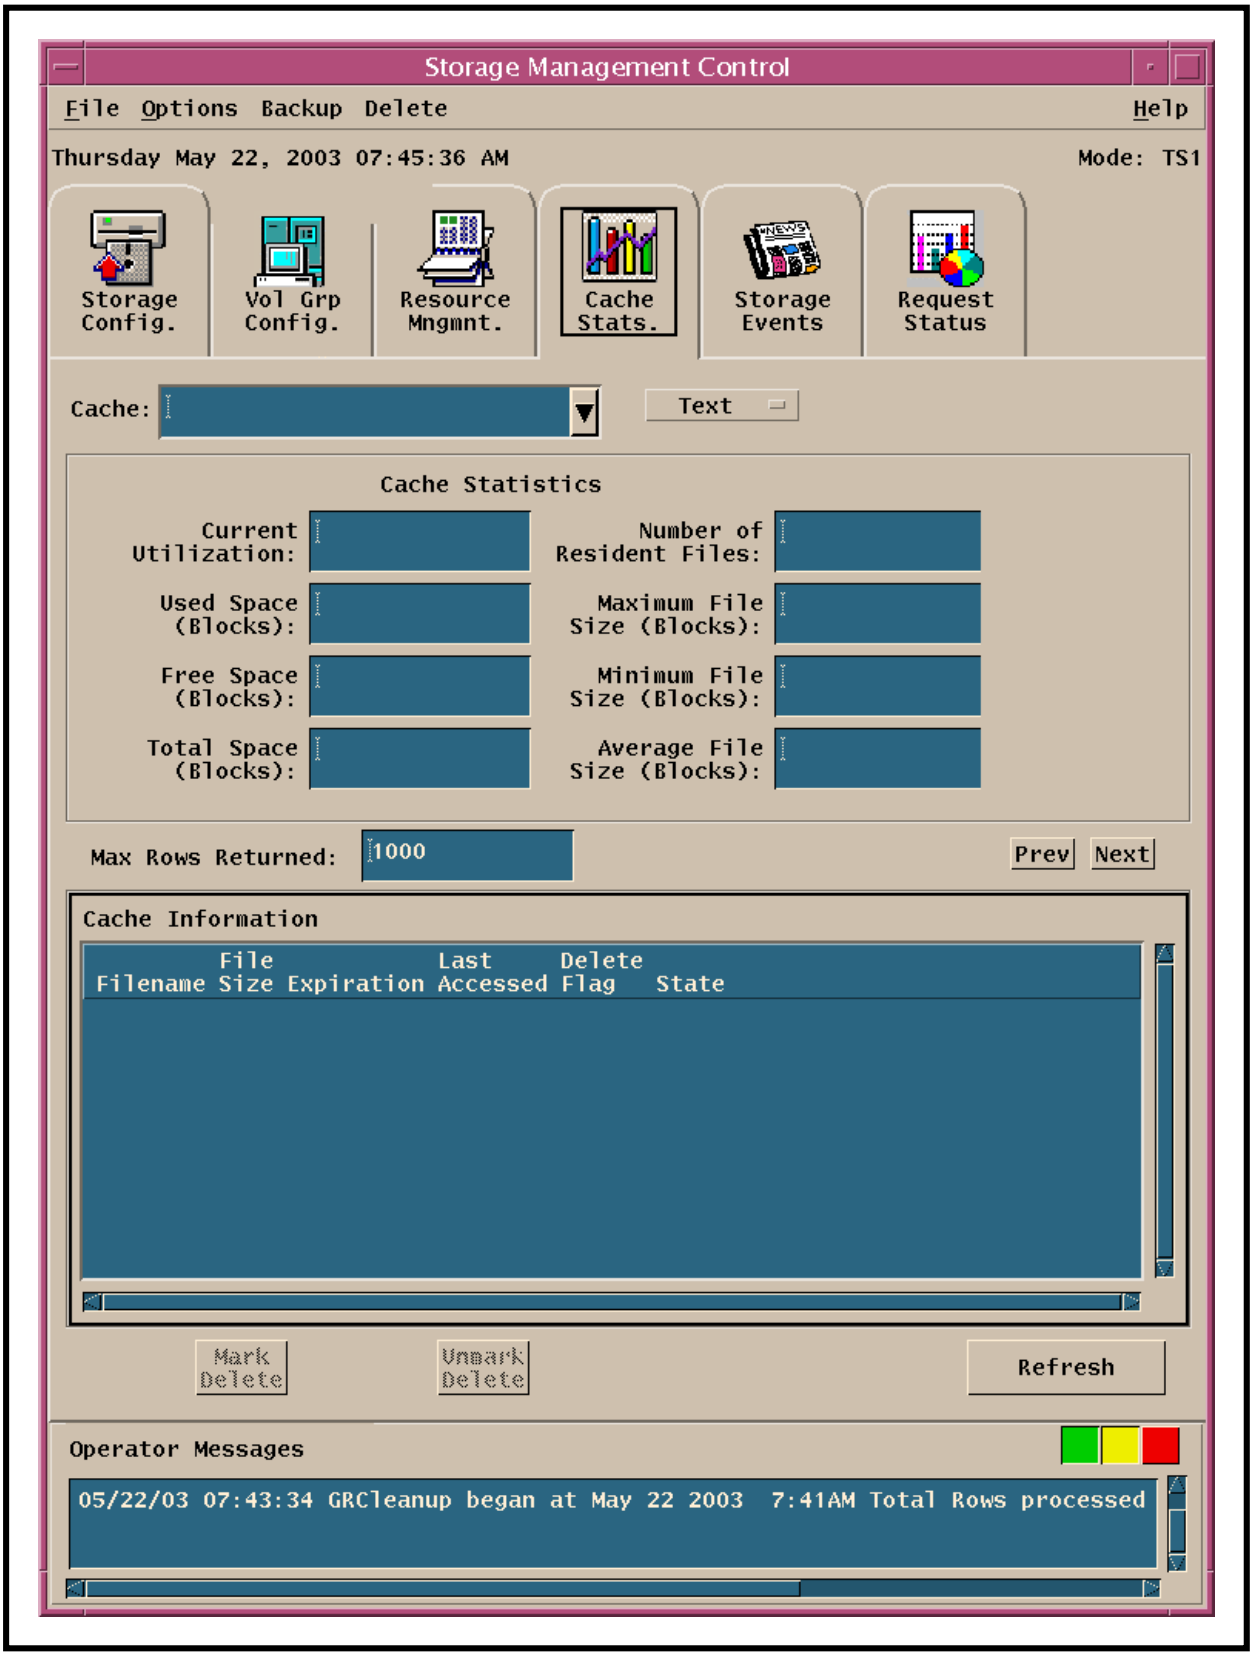

Figure 18. Storage Management Control GUI's Cache Stats. Tab
- The **Cache Stats.** tab (Figure 18) is displayed.